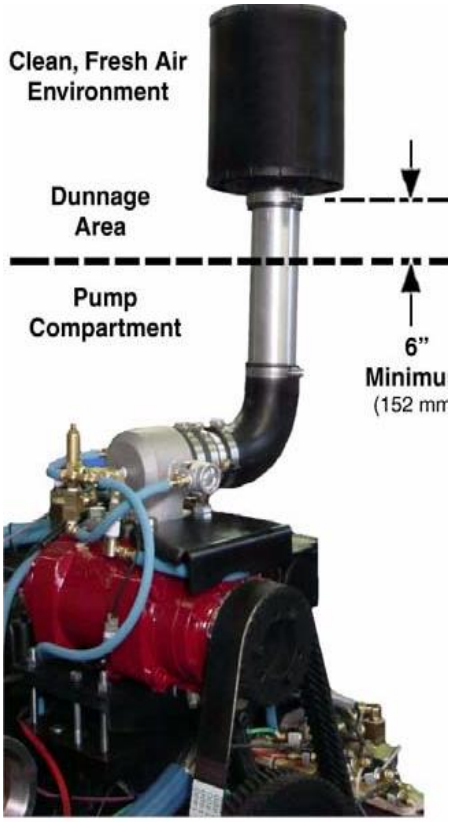

Figure 24 Air Intake Installation
- Mount the air filter 6” (152 mm) MINIMUM above the decking platform to prevent standing water from being sucked into the filter and possibly back into the system. (See Figure 24)